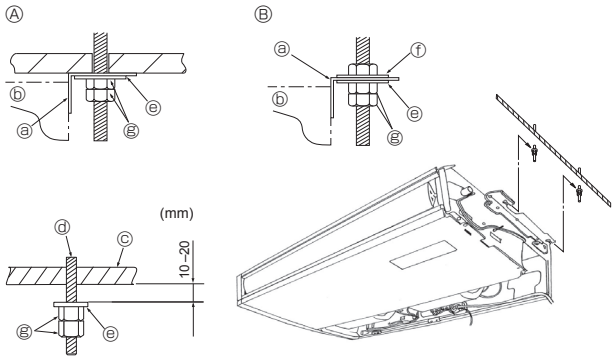

Fig. 3-5
3.3. Aufstellen der Innenanlage (Fig. 3-5)